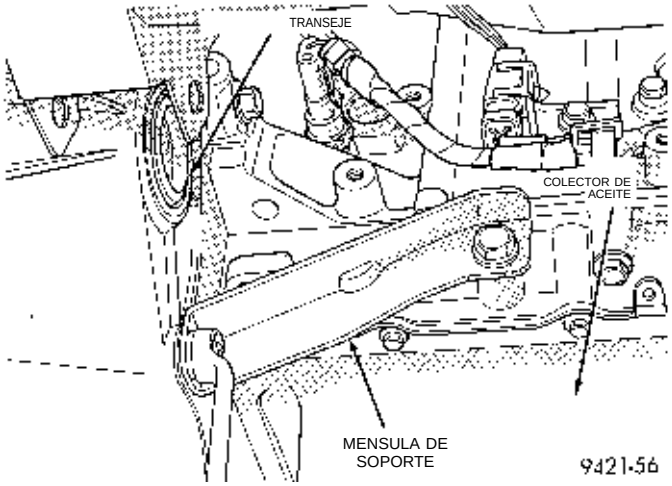

Fig. 37 Desmontaje de la ménsula
(14) Retire la ménsula del transeje al montante lateral curvo trasero del motor y el transeje (Fig. 37).